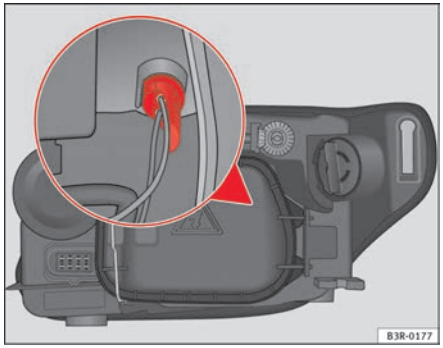

Fig. 217 Side light
- Remove the bulb holder by pulling on the grip ⇒ fig. 217 (it can also be removed by pulling on the bulb holder wires).